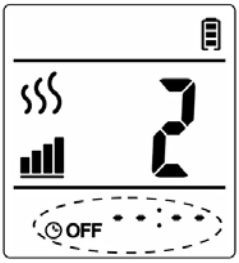

Abb. 4-1
1. Drücken Sie die Taste **TIMER OFF**. Auf dem Display wird OFF --:-- angezeigt (siehe Abb. 4-1).